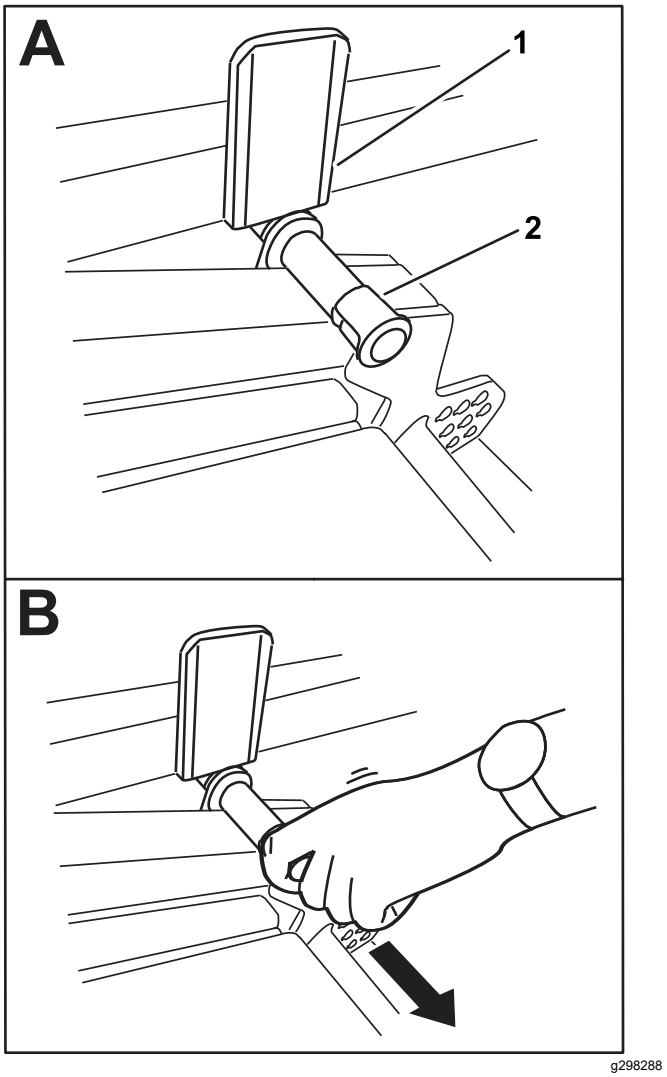

Figure 42
2. Faites pivoter l'unité de coupe lentement vers le bas jusqu'à ce que la goupille touche la plaque du bras de levage (A de la Figure 42).
3. Appuyez sur l'unité de coupe avec le pied et tirez sur la goupille (B de la Figure 42) pour permettre à l'unité de coupe de se stabiliser à la position TRANSPORT.